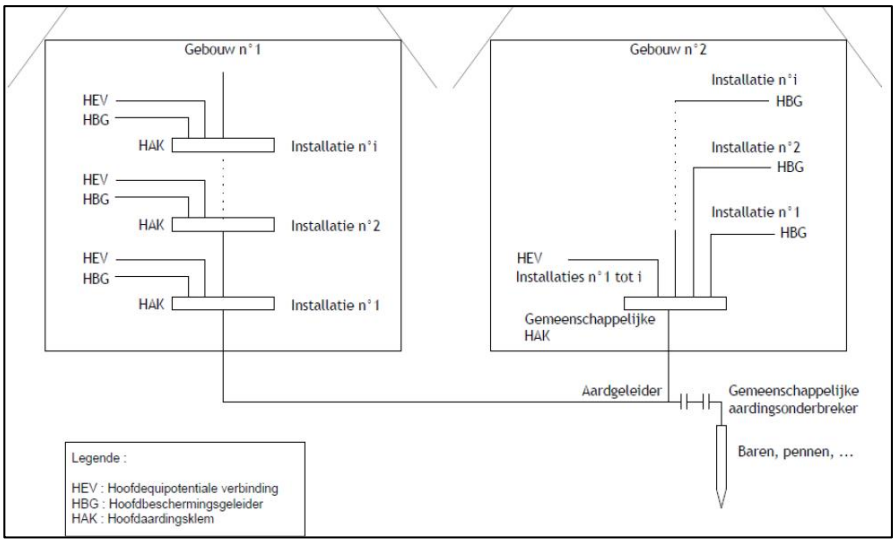

Figuur 2 - Gemeenschappelijke aardverbinding - Type 2
- verschillende individuele wooneenheden gelegen in een vakantiedorp of campingterrein, die behoren aan de eigenaar ervan (zie Figuur 2).